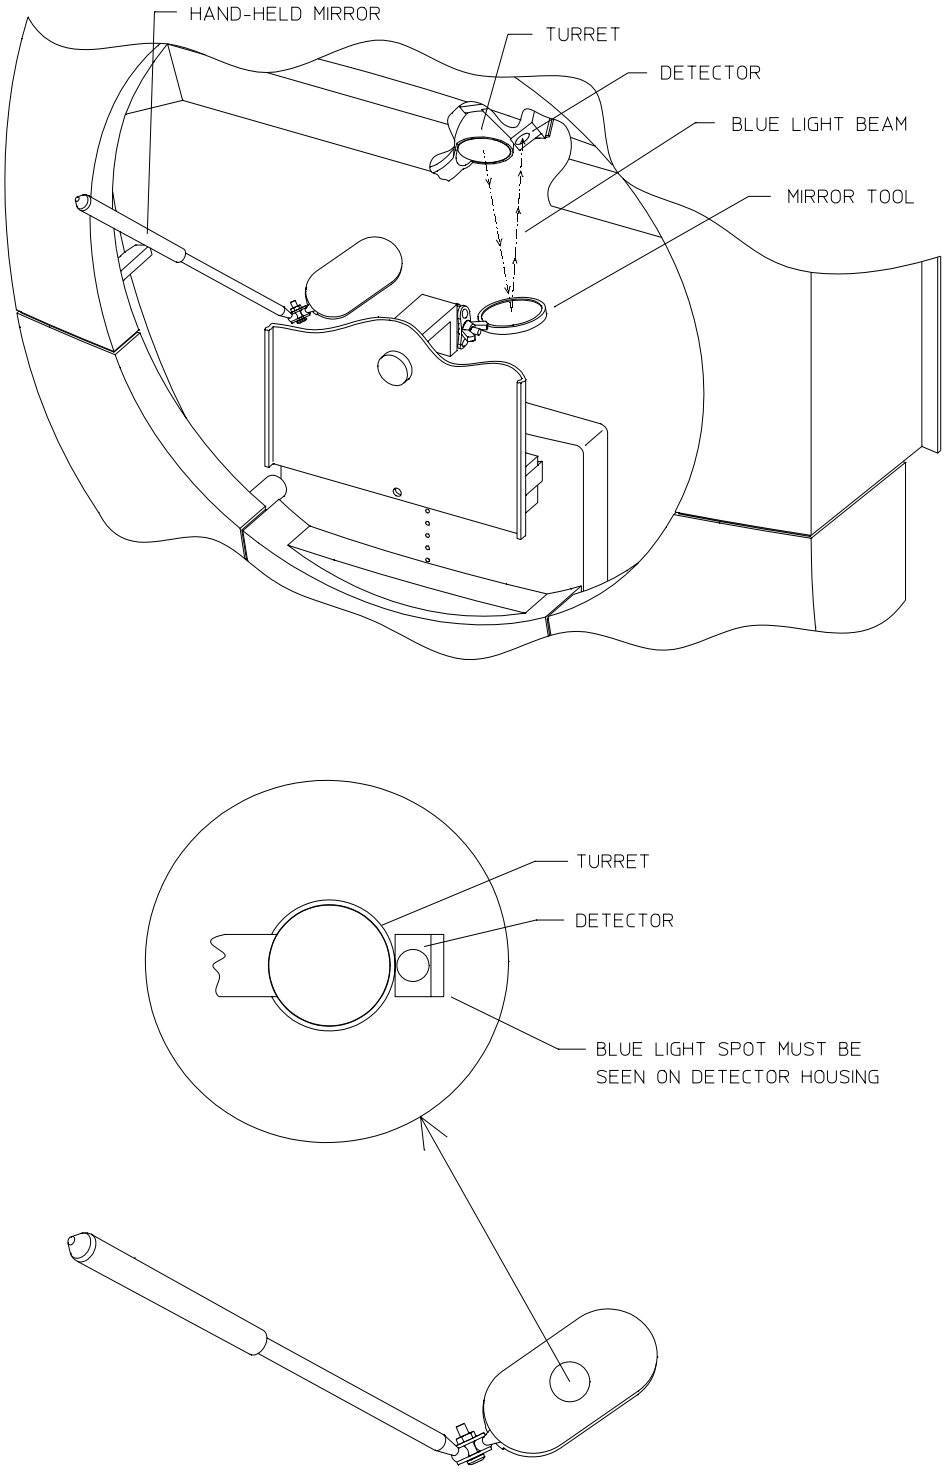

FIGURE 4-9. Locate Lower Turret and Blue Light on Spot Detector
5) Use a second small mirror (held in your left hand) to locate the image of the lower turret and detector housing, as shown in Figure 4-9.
6) Adjust the mirror tool (mounted on the chin rest) with your right hand, so that the reflected beam of blue light can be seen on the surface of the detector housing as observed with the hand held mirror. When the mirror tool is correctly centered (positioned), the blue light spot will be seen at some point on the detector housing, as shown in Figure 4-9.